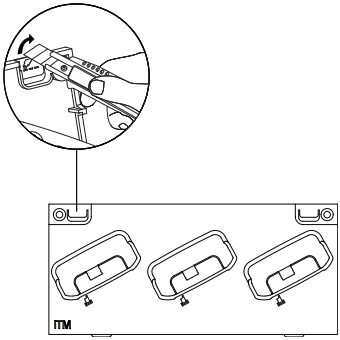

Figura 11: Quebre ou recorte a placa quebrável no Compartimento de Carregamento.
2. Quebre ou recorte a Placa quebrável no Compartimento de Carregamento para a saída de alimentação do Cabo de Programação (Consulte a Figura 11).